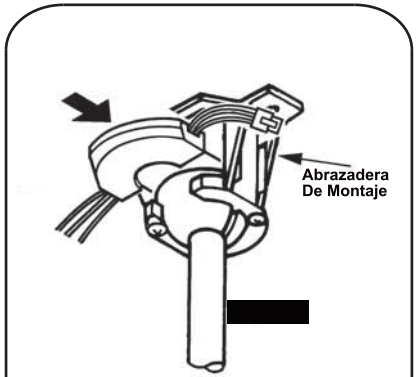

Fig.18
Paso 1. Instale el receptor en la abrazadera de montaje, el lado plano debe quedar hacia arriva.(Fig.18)